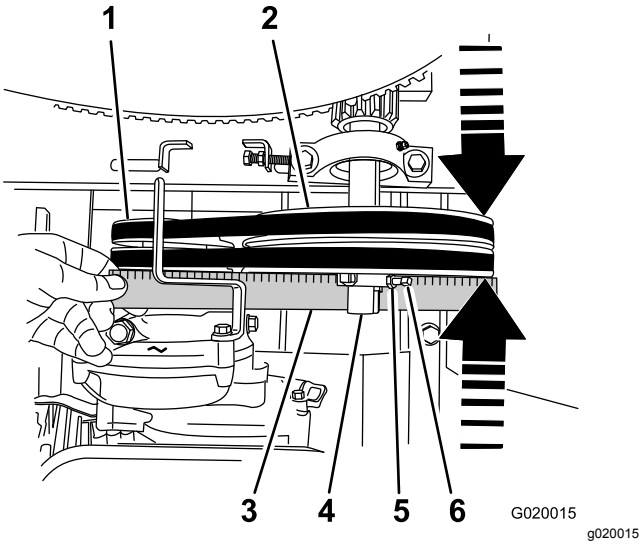

Figure 73
5. Place a straightedge across the face of the engine pulley and idler pulley (Figure 73).
B. Loosen the locknuts and setscrews that secure the idler pulley to the idler shaft (Figure 73).
C. Using a soft-face mallet, tap the idler pulley forward or backward along the idler shaft until the engine pulley and idler pulley are aligned to the straight edge (Figure 73).
D. Tighten the set screws and locknuts that secure the idler pulley to the idler shaft (Figure 73).